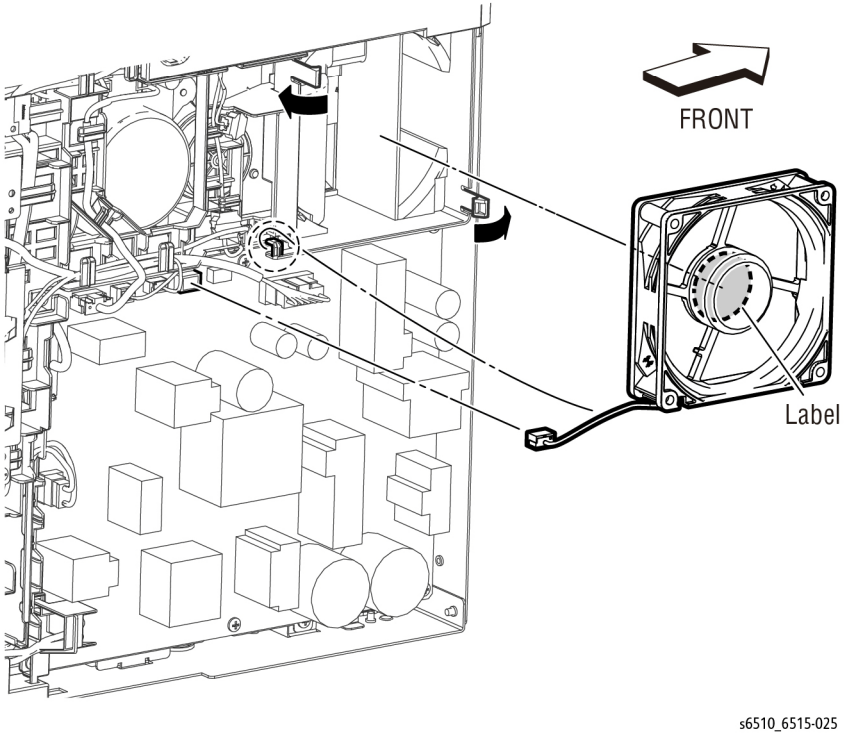

Figure 1 Remove the Main Fan
2. Refer to Figure 1 to unplug connector (P/J289) to the fan.
3. Refer to Figure 1 to release the two hooks attaching the Main Fan to the Main Fan Duct and remove the fan.